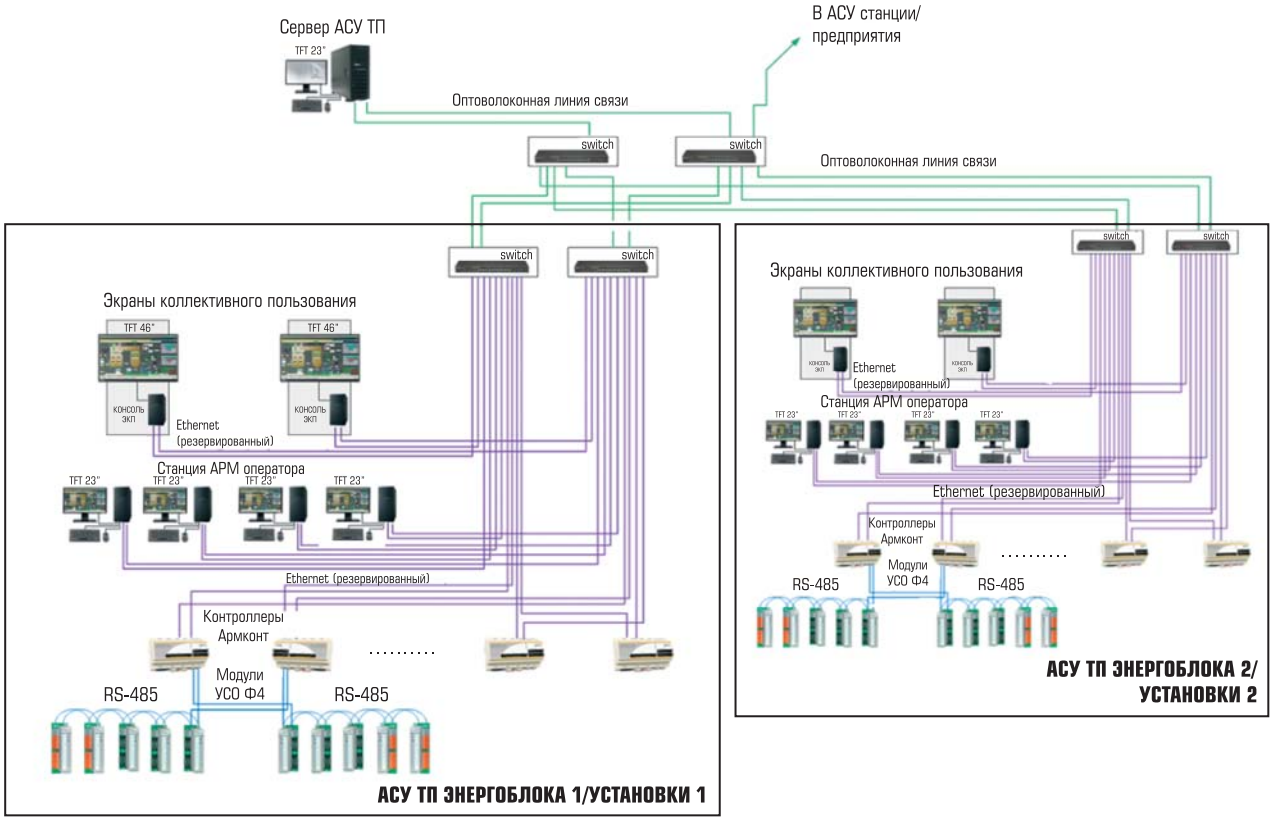

*Рис. 2. Сетевая структура АСУ ТП энергоблока*
АСУ ТП крупного энергетического объекта на ПТК "САРГОН" имеет трёхуровневую сетевую структуру (рис. 2):
1. Связь контроллеров с модулями УСО и интеллектуальными периферийными устройствами обеспечивается полевой сетью на базе электрического интерфейса RS-485. Для связи с основными модулями УСО ПТК "САРГОН" семейств Армконт А4 и Треи-05 используется протокол ModBus RTU со скоростью обмена 0,25-2 Мбит/с (на рис. 2 эта сеть показана голубым цветом). Для связи с другими устройствами может использоваться или ModBus RTU во всем диапазоне скоростей, или ADAM-4000 на скорости до 115,2 кбит/с, или Profibus DP (через конвертер Anybus) с той же скоростью. На рис. 2 сеть первого уровня показана голубым цветом.
На рис. 2 сеть второго уровня показана сиреневым цветом.